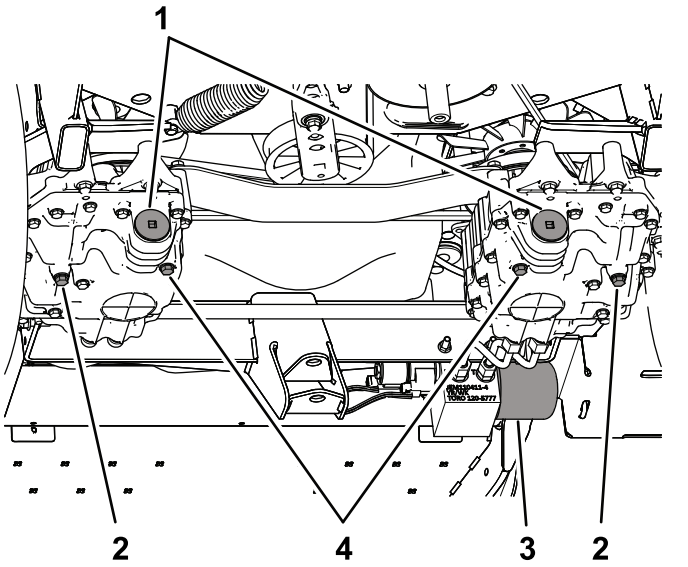

**Figuur 69**
3. Verwijder de aftapplug aan de kant van de pomp en de aftapplug aan de tandwielzijde (Figuur 69) en laat alle olie weglekken.